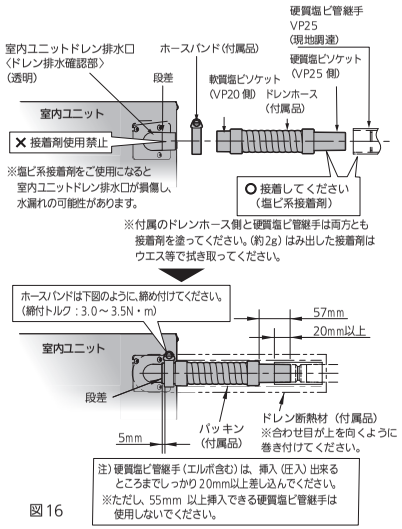

図16
- 図16のようにドレン排水口の段差までドレンホースを挿入し、ホースバンドを段差から5mmはなしたところに、しっかりと締め付けてください。(締付けトルクは3.0～3.5 N・m)